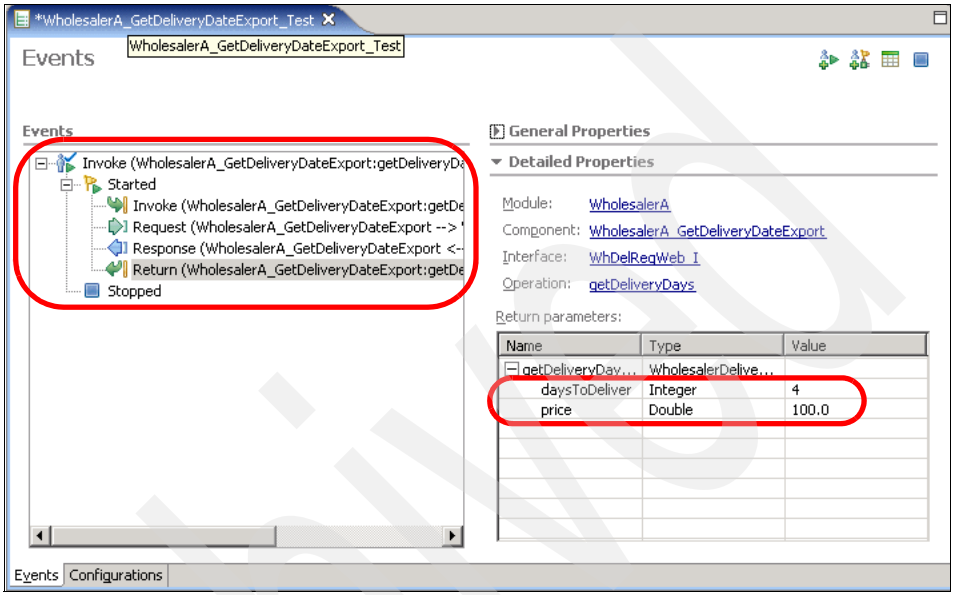

Figure A-80 Successful test of the Get Delivery Date functionality
7. The Web service is invoked, which in turn invokes the WS-BPEL business process (Figure A-80). Check for this flow in the Events section. You should also receive a response where daysToDeliver is set to 4 and price is set to 100. You can see this in the Return parameters table.